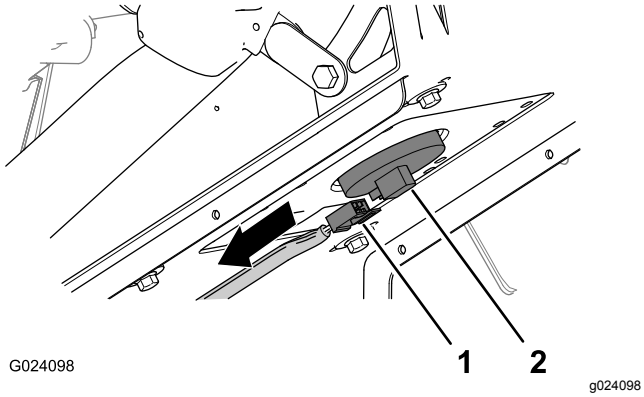

Figur 5
1. Afmonter stikket med 2 sokler på maskinens ledningsnet, der er tilsluttet til sædekontaktens stik (Figur 5).